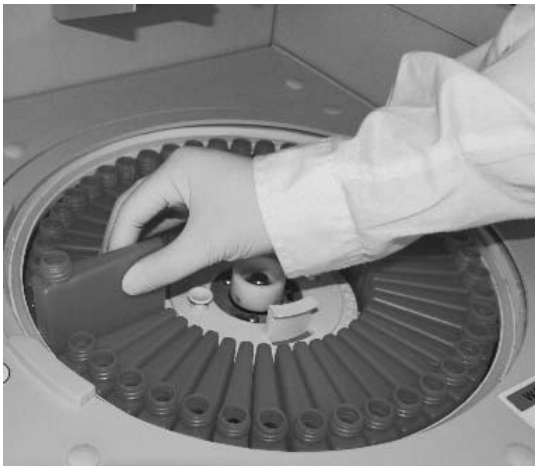

Figure 10-4-2
b)Put 70mL Anti-Bacterial Phosphor-Free Detergent in No. 45 position in the R1 and R2 disk respectively, as Figure 10-4-2 shows: